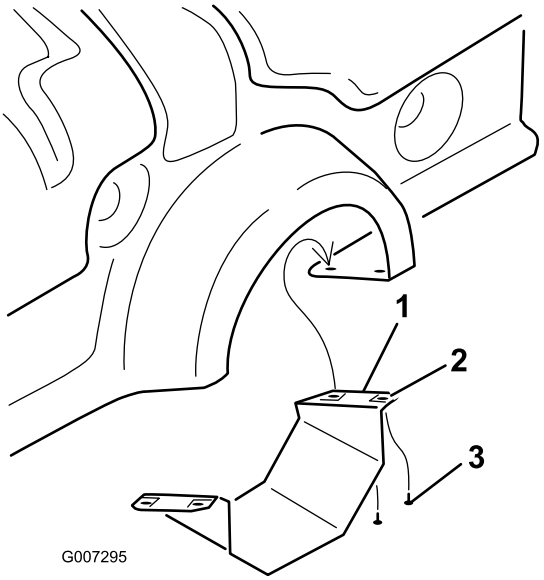

Figur 7
1. Endast på ProCore 864: ta bort det nedre kraftuttagsskyddet (Figur 7).